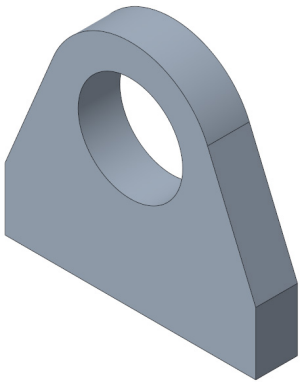
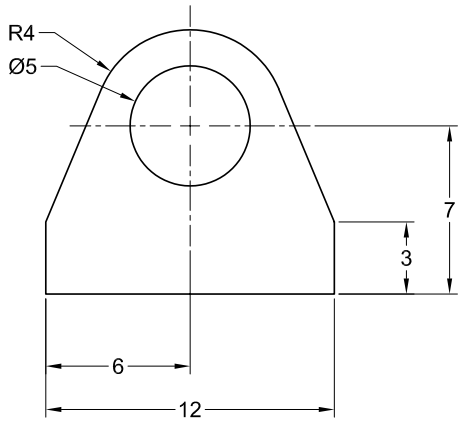

Figure 2-22 *Model for Tutorial 1*
Figure 2-23 *Sketch of the model*
In this tutorial, you will draw the sketch for model shown in Figure 2-22. The sketch of the model is shown in Figure 2-23. **(Expected time: 30 min)**
4. Modify all dimensions according to the dimensions shown in Figure 2-23. After modifying the dimensions, choose the **OK** button from the **Modify Dimensions** dialog box; the message **Dimension modifications successfully completed** is displayed in the message area.